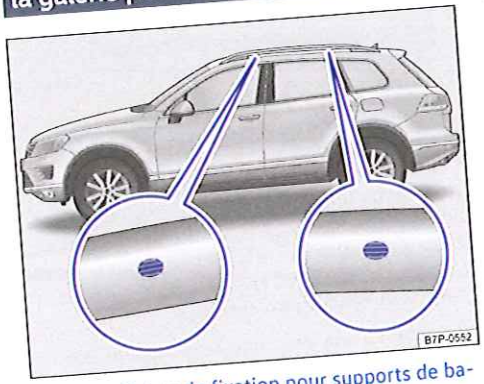

Fig. 134 Points de fixation pour supports de base et galerie porte-bagages.
- Fixez les supports de base uniquement sur les repères indiqués sur la figure → fig. 134.